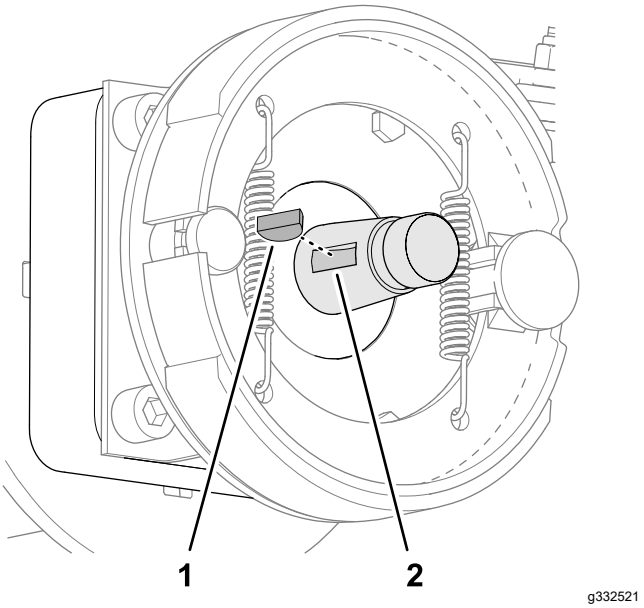

Figur 79
5. Ta bort woodruffkilen från hjulmotoraxeln (Figur 79).